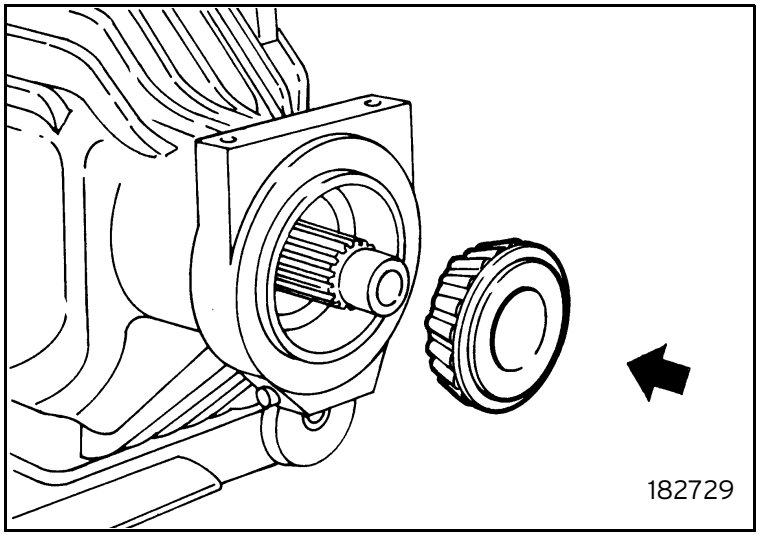

Fig. 29
- Fit the outer bearing race (figure 29).